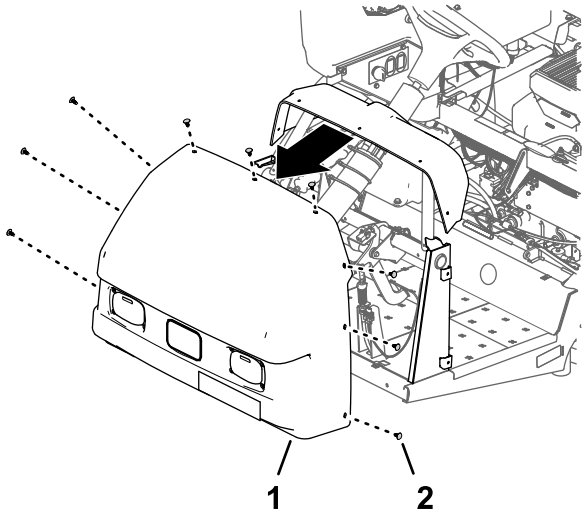

Figur 15
2. Afmonter de 9 skubbefastgørelsesanordninger, der fastgør motorhjelmen til instrumentbrættet og maskinens stel (Figur 15).
3. Tag motorhjelmen af maskinen (Figur 15).